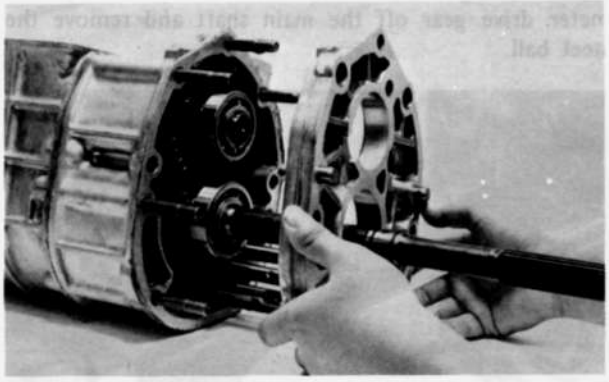

Fig. 7A–12 Removing rear bearing housing
13. Remove the snap ring that secures the main shaft rear bearing to the main shaft. Remove the bearing, thrust washer and bearing inner race with the **puller** (49 0839 425C), as shown in Fig. 7A–13.